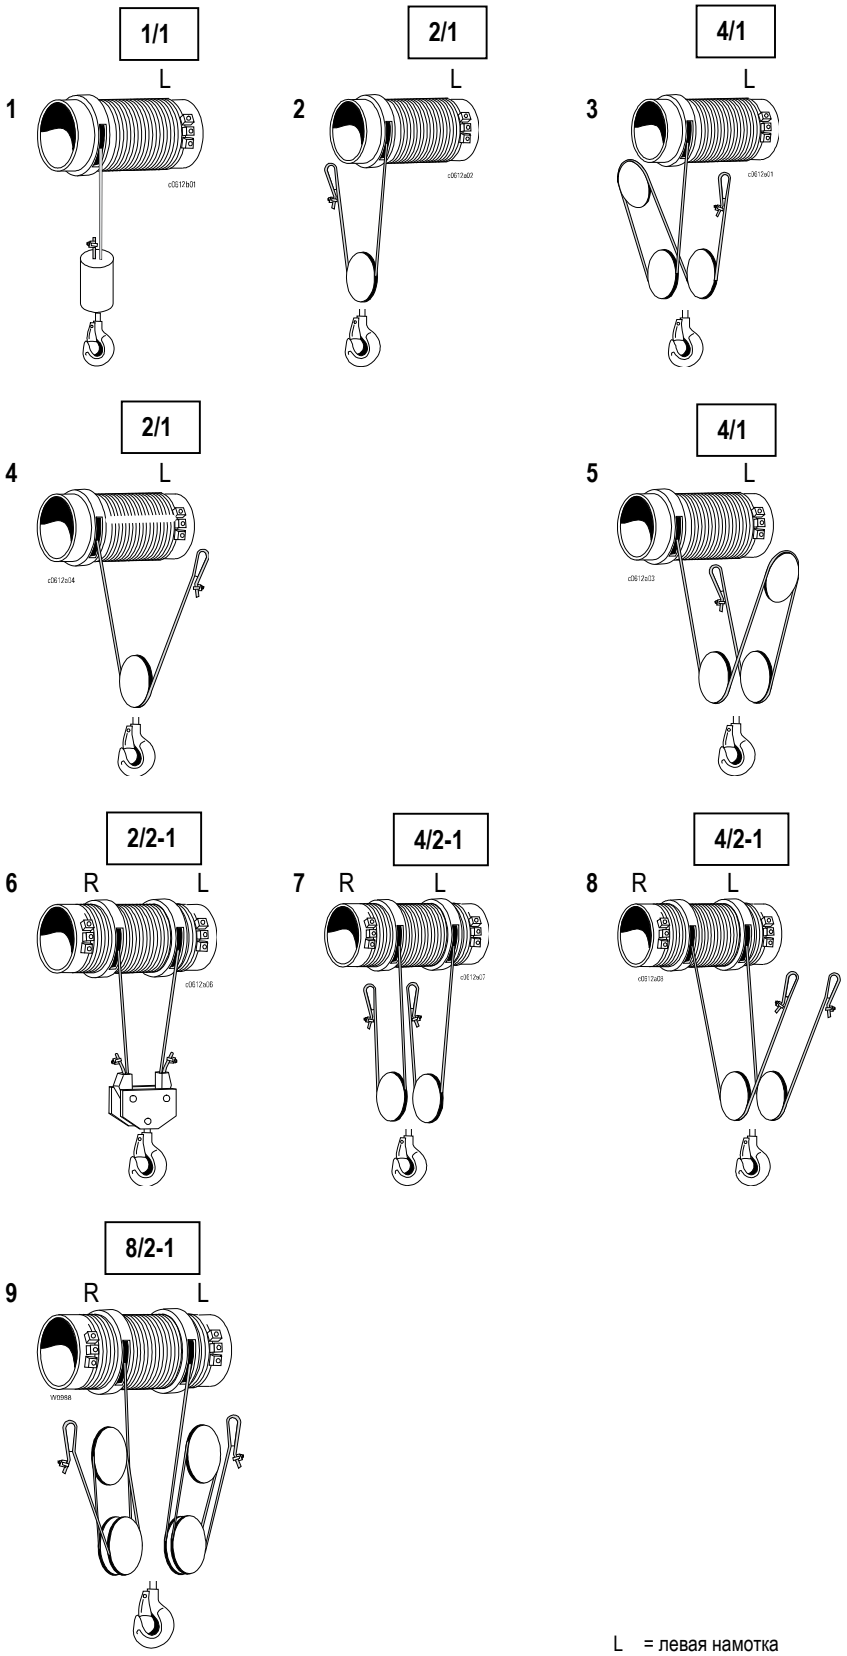

Рис. 48.
4. Введите начало каната в канатный блок (блоки) крюковой подвески или в отклоняющий(е) ролик (ролики), см. Рис. 48. стр. 46.